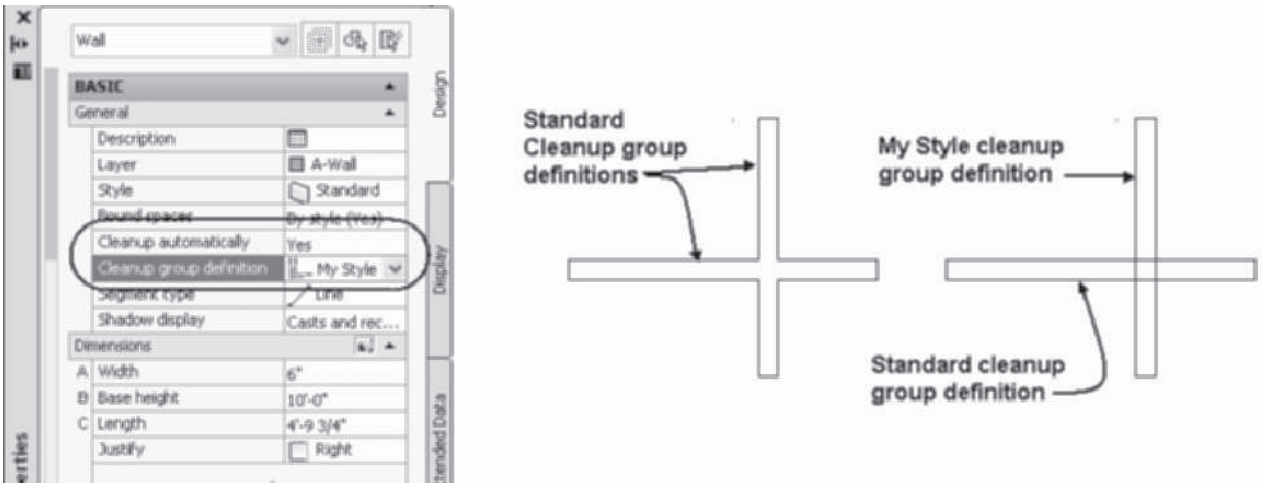

FIGURE 2.30 *New Cleanup Group Definition in the Design tab of the Properties palette*
7. To assign cleanup groups to a wall, click on the edit field of the **Cleanup Group Definitions** in the Design tab of the **Properties** palette. Select **Mystyle** from the drop-down list, as shown in Figure 2.30. Walls do not merge as shown at the right in Figure 2.30 because they have different cleanup group definitions.